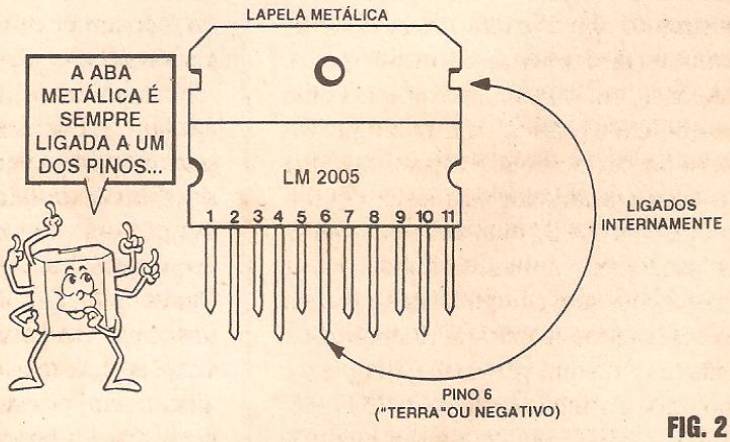

FIG. 2
- **FIG. 2** - O INTEGRADO LM2005, SUA ABA METÁLICA E O CORRESPONDENTE PINO - No LM2005, também a "lapela" externa para acoplamento do dissipador faz contato elétrico direto com o pino central, ou seja, o de número 6 entre as 11 "pernas" do "bichão"... Coincidentemente, corroborando o que já dissémos, esse é o pino do **negativo** da alimentação... Então, de novo lembramos: tanto a aba metálica, quanto o eventual dissipador a ela acoplado de forma direta, **não podem** "encostar" em nenhuma outra parte condutora do circuito, a menos que tal ponto também esteja - normalmente - sob potencial de "terra" ou **negativo** (o "menos" da alimentação).